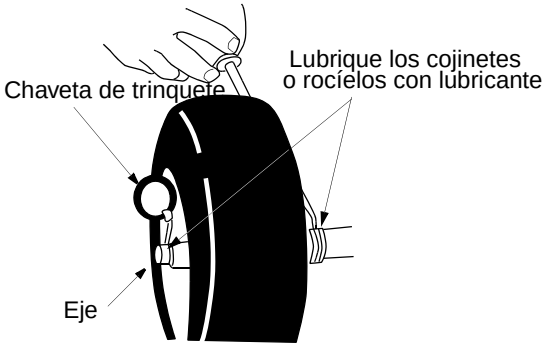

Figura 7
- **Ruedas:** Lubrique el interior de los cojinetes de las ruedas con aceite o con lubricante para rociar por lo menos una vez por temporada. Tire de la chaveta de trinquete, saque las ruedas, limpie y cubra los ejes con grasa automotriz para usos varios. Ver Figura 7.